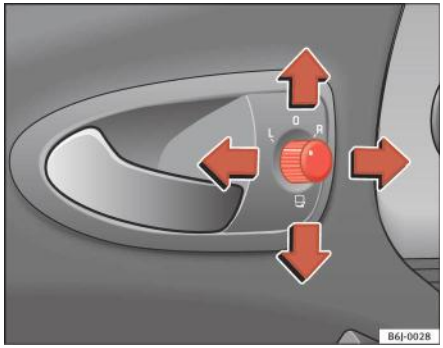

Fig. 64 Butoanele pentru reglarea oglinzilor exterioare
1. Rotiți butonul ⇒ fig. 64 în poziția **L** (**oglinda exterioară din stânga**).
– Pentru plierea oglinzilor exterioare, rotiți butonul ⇒ pagina 106, fig. 64 în poziția . Pliați întotdeauna oglinzile exterioare când traversați o spălătorie automată. În acest mod preveniți deteriorările.